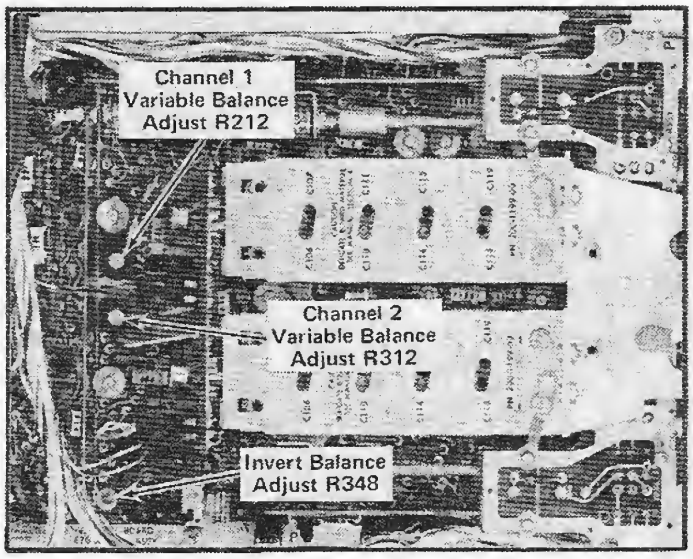

Fig. 5-7. Location of Channel 1 and 2 balance adjustments.
g. ADJUST—Variable Balance adjust R212 (see Fig. 5-7) for minimum trace shift when rotating the CH 1 Variable VOLTS/DIV control.
h. ADJUST–Variable Balance adjust R312 (see Fig. 5-7) for minimum trace shift when rotating the CH 2 Variable VOLTS/DIV control.
m. ADJUST–Invert Balance adjustment R348 (see Fig. 5-7) for minimum trace shift when inverting the Channel 2 display.